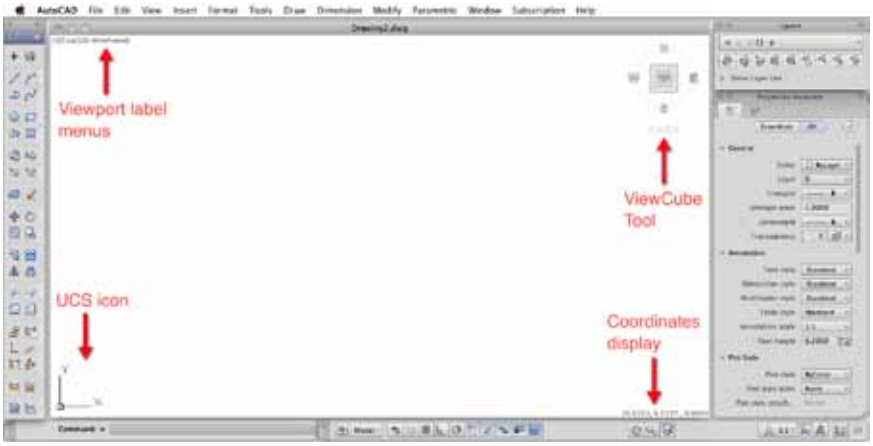

*Figure 1: AutoCAD user, meet Mac UI; Mac UI, meet AutoCAD user.*
If you took AutoCAD and a Mac and tossed it in a blender you would simply have a mess, which is best left to the folks that do the 'Will it blend?' video series (willitblend.com). However, if you build AutoCAD from the ground up natively for the Mac, you end up with a 'perfect blend' of the two, resulting in AutoCAD for Mac. Figure 1 shows the AutoCAD for Mac user interface (UI).
The drawing area is where you create and edit your designs. The following tools can be found in the drawing area (see Figure 1).